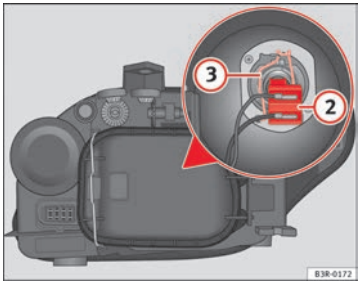

Fig. 208 Dipped beam headlights
– Pull the connector ⇒ fig. 208 (2) from the bulb.
– Unclip the retainer spring ⇒ fig. 208 (3) pressing inwards to the right.